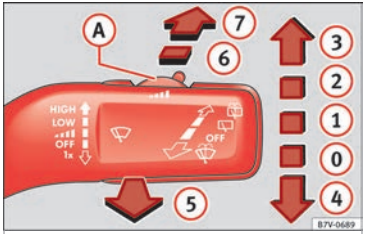

Fig. 65 Operating the windscreen wiper and rear wiper
- Press the windscreen wiper lever downwards briefly ››› Fig. 65 ④.